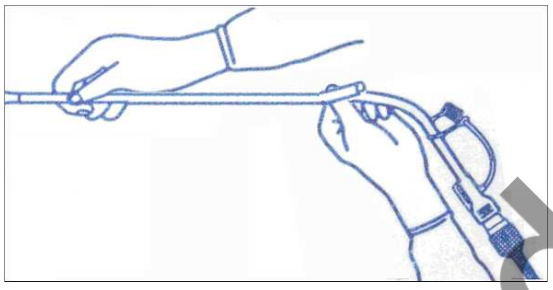

Figura 7-6 Separați dispozitivul de inserție
8) Scoateți prin glisare dispozitivul de inserție din vagin de-a lungul cateterului. Când sistemul de inserție iese complet din vagin, împingeți cu degetul între cateter şi dispozitivul de inserție până când observați că încep să se separe. (Vezi figura 7-6)